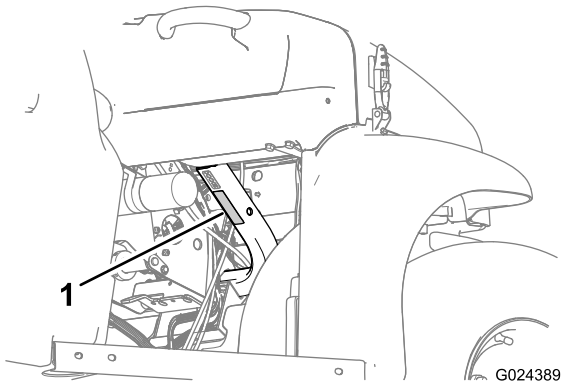

Figur 20
- Notera maskinens viktkapacitet och begränsa vikten på den last du transporterar i lastlådan enligt Specifikationer (sida 15) och enligt dekalen med maskinens bruttovikt (Figur 20).